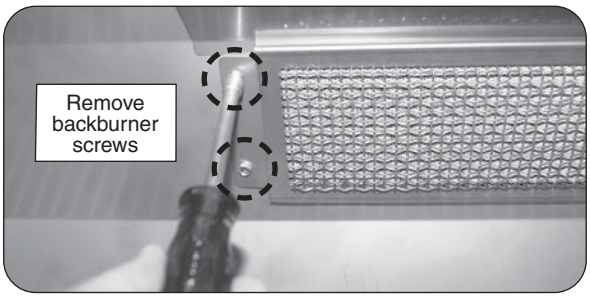

Fig. 34-3 Remove backburner mounting screws
2. Remove the backburner mounting screws ($^1/_4$" hex) located at the left end of the backburner assembly (see Fig. 34-3).